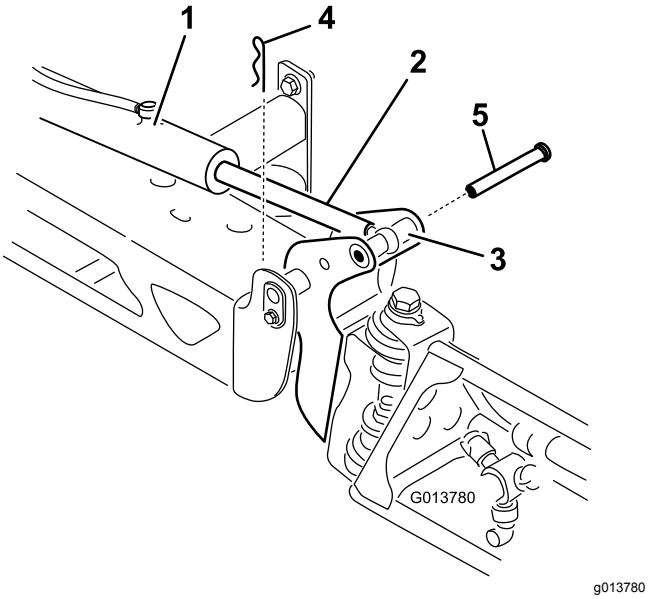

Figur 109
2. Fjern hårnålssplinten fra svingbolten (Figur 109).
3. Løft opp på bommen, fjern bolten (Figur 109) og fir bommen sakte ned på bakken.
9. Mens du holder bommen, skal du føre pinnen gjennom begge bommens dreietapper og aktuatorstangen (Figur 109).